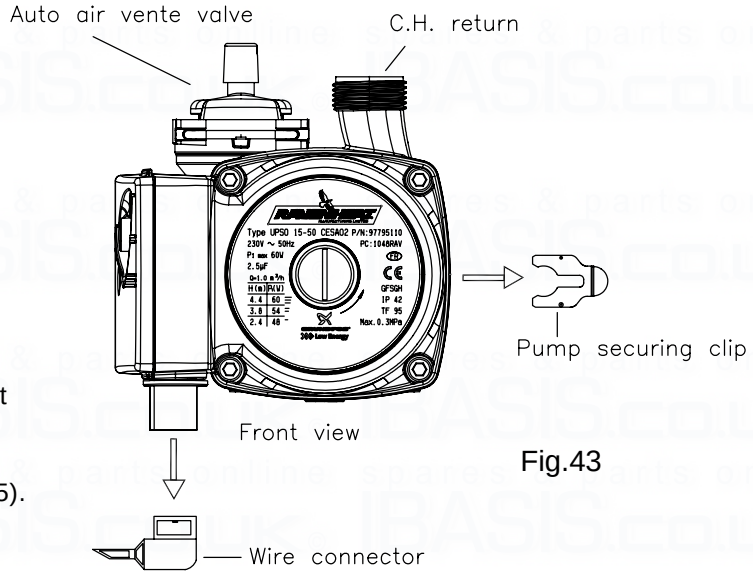

Fig.43
8.20 TO REMOVE/REPLACE AUTOMATIC AIR VENT (Fig.43).